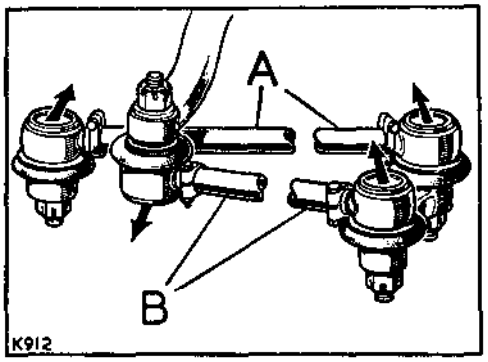

**Fig. G1-21. Setting ball joints**
8. Using a mallet, lightly tap the ball joint cups in the direction indicated to the maximum of their travel, to ensure full unrestricted movement of the track rod, see Fig. G1-21, then secure both ball joint clamps.